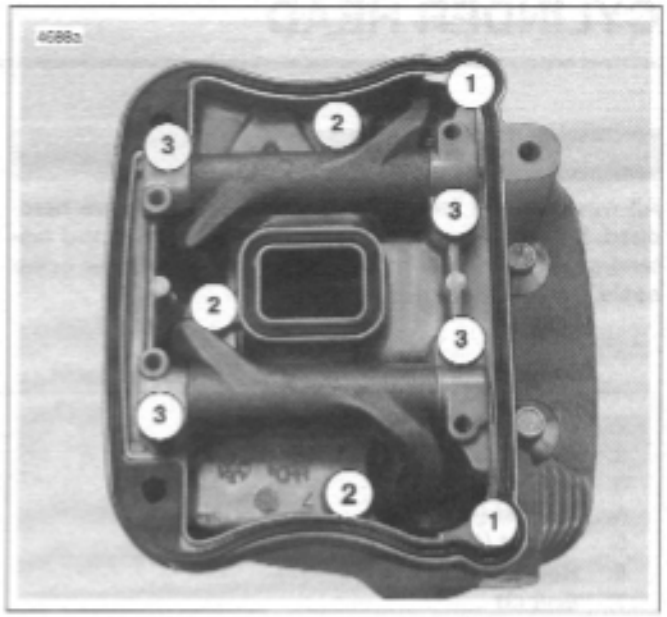

Figure 3-63. Lower Rocker Box Fasteners
6. See Figure 3-63. Remove hardware holding lower rocker cover to cylinder head in the following order.